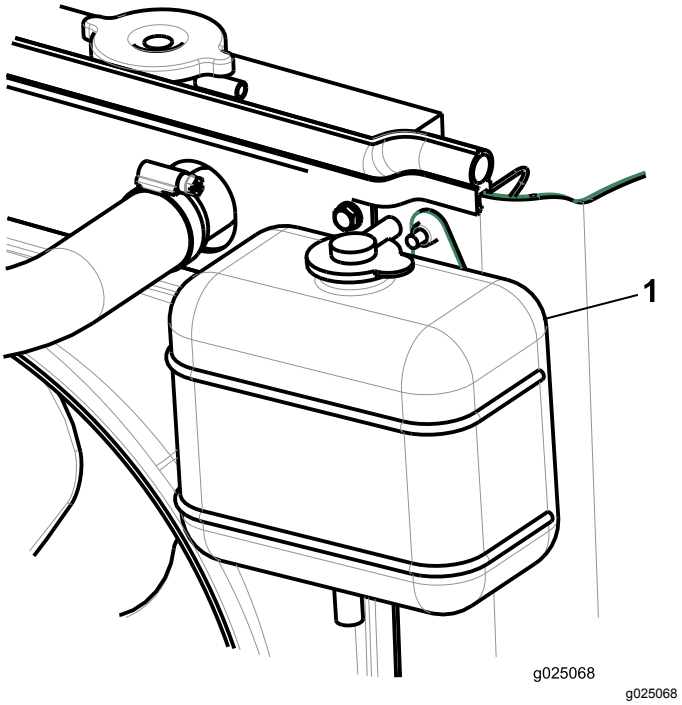

**Figuur 22**
2. Controleer het koelvloeistofpeil in de expansietank (Figuur 22).